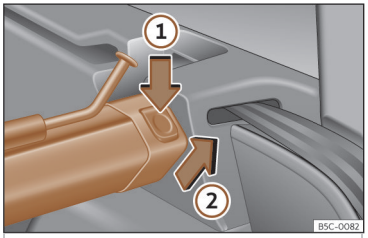

Fig. 133 Nel bagagliaio: smontare la rete divisoria.
- Premere il tasto di sblocco sinistro o destro ››› **fig. 133** nella direzione indicata dalla freccia ①.
- Rimuovere la scatola dal supporto nel senso della freccia››› **fig. 133** ②.
- Premere la scatola nei supporti sinistro e destro nel senso contrario a quello della freccia>>> **fig. 133** ② fino allo scatto.